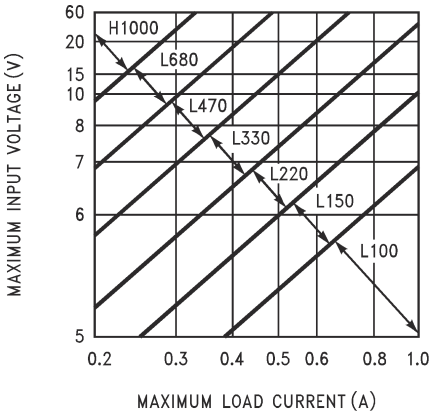
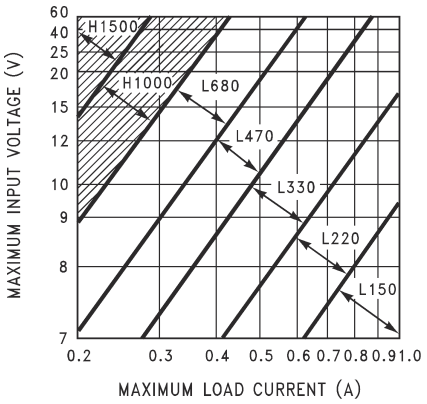
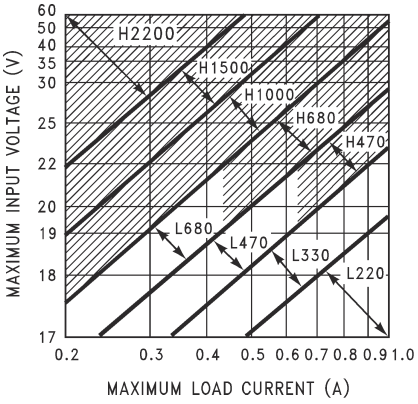

Figure 9-2. TL2575-33
Figure 9-3. TL2575-50
Figure 9-5. TL2575-15
1. Inductor Selection (L1) **A.** From Figure 9-2 through Figure 9-5, select the appropriate inductor code based on the intersection of $V_{IN(Max)}$ and $I_{LOAD(Max)}$. **B.** The inductor chosen should be rated for operation at 52-kHz and have a current rating of at least 1.15 × $I_{LOAD(Max)}$ to allow for the ripple current. The actual peak current in L1 (in normal operation) can be calculated as follows: $I_{L1(pk)} = I_{LOAD(Max)} + (V_{IN} – V_{OUT}) × t_{on} / 2L1$ Where $t_{on} = V_{OUT} / V_{IN} × (1 / f_{osc})$	**1. Inductor Selection (L1)** **A.** From Figure 9-3 (TL2575-05), the intersection of 20-V line and 1-A line gives an inductor code of L330. **B.** L330 → L1 = 330 µH Choose from: 34042 (Schott) PE-52627 (Pulse Engineering) RL1952 (Renco)